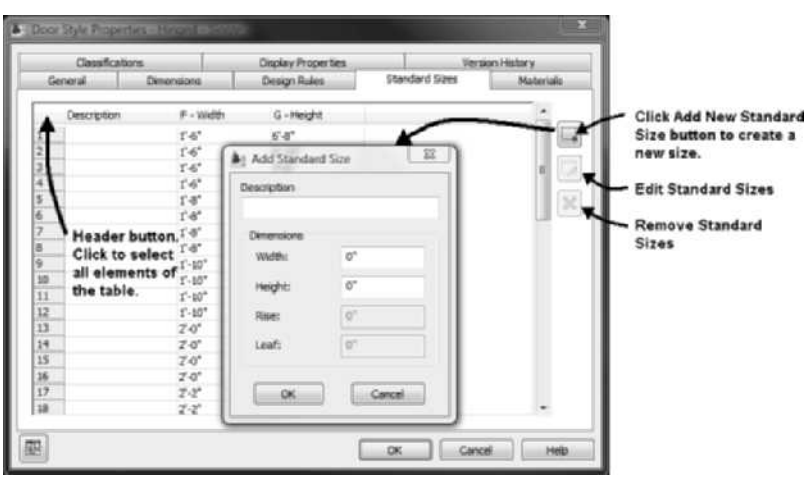

FIGURE 5.23 *Standard Sizes tab of the Door Style Properties dialog*
10. Choose the **Standard Sizes** tab of the Door Style Properties dialog box. The sizes listed in the Standard Sizes table include **Description, F-Width, G-Height, H-Rise**, and **J-Leaf.** These dimensions are illustrated on the **Dimensions** tab in Figure 5.23. The H-Rise is inactive unless the door shape is Gothic, Arch, or Peak Pentagon. The J-Leaf column is inactive unless the door type is set to Uneven.
11. Choose the Add New Standard Size button to create additional standard sizes. Selecting the Add New Standard Size button opens the **Add Standard Size** dialog box as shown in Figure 5.23. You can create sizes by editing the **Width, Height, Rise**, and **Leaf** fields of the **Add Standard Size** dialog box. You can choose the Edit Standard Sizes or Remove Standard Sizes to modify the list.